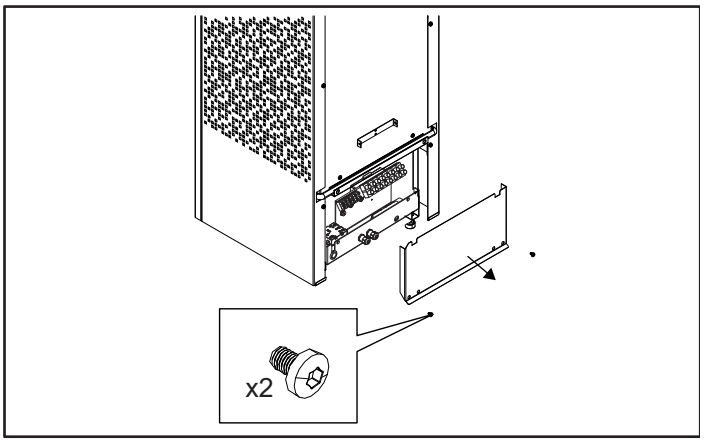

Abbildung 8: Öffnen der vorderen Klappe
2. Lösen Sie die Schrauben und öffnen Sie die vordere Klappe (siehe Abbildung 8).
6. Bringen Sie die vordere Klappe wieder an (siehe Abbildung 8).